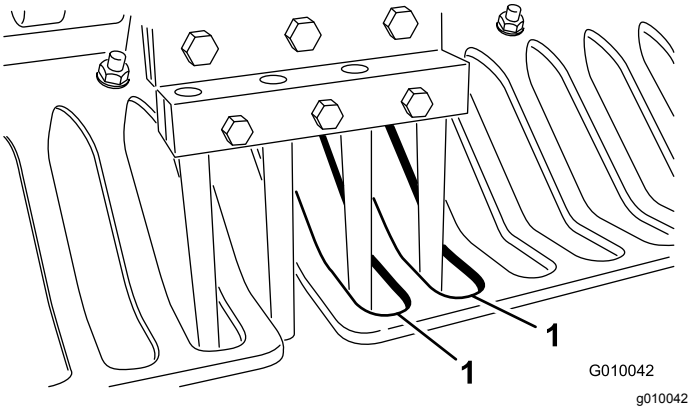

Figur 28
7. Kontroller, at tines sidder i midten af mellemrummene i plæneafskærmningerne (Figur 28). Juster plæneafskærmningerne efter behov, og stram møtrikkerne.